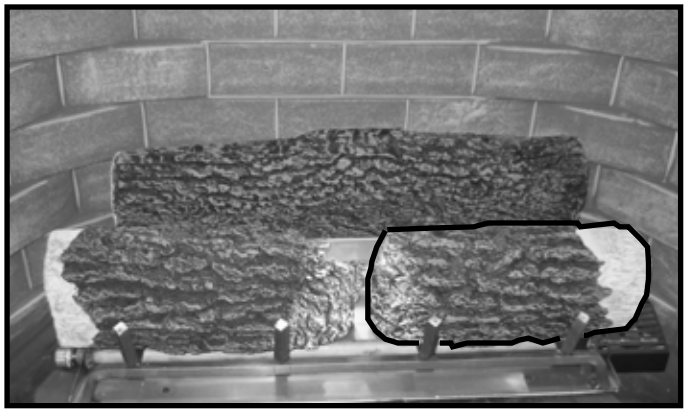

Figure 8.7 Placer la bûche avant droite
- Placez la bûche avant droite sur la grille contre l'avant de la grille. Faire correspondre les encoches du bas de la bûche afin de la positionner comme il est indiqué à la figure 8.7.